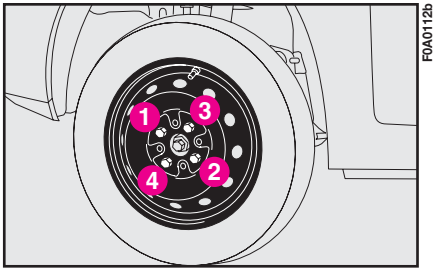

fig. 11
19) Serrer à fond les boulons en passant de l'un à l'autre par passes croisées en suivant l'ordre illustré dans la **fig. 11**.